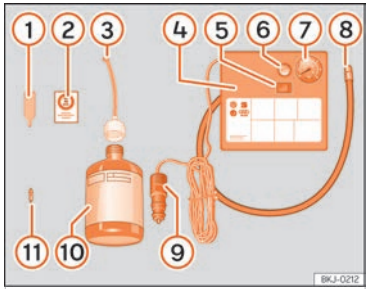

Fig. 195 Representació estàndard: contingut del joc antipunxades.
El joc antipunxades es troba en el compartiment del maleter sota el revestiment del terra. Inclou els components següents ››› **fig. 195**:
- Desenrosqueu el caputxó i l'obús de la vàlvula del pneumàtic. Utilitzeu l'aparell ››› **fig. 195** 1 per extreure l'obús. Poseu-lo en una superfície neta.
- Sacsegeu amb força l'ampolla de segellador de pneumàtics ››› **fig. 195** 10 .
- Enrosqueu el tub d'inflament ››› **fig. 195** 3 a l'ampolla de segellador. El precinte de l'ampolla es trencarà automàticament.
- Traieu el tap del tub d'ompliment ››› **fig. 195** 3 i caragoleu l'extrem obert del tub a la vàlvula del pneumàtic.
- Torneu a posar l'obús amb l'aparell ››› fig. 195 ① a la vàlvula del pneumàtic.
- Enrosqueu el tub d'inflament del pneumàtic del compressor ››› fig. 195 ⑧ a la vàlvula del pneumàtic.
- Comproveu que el caragol d'evacuació d'aire està tancat ››› fig. 195 ⑥.
- Fixeu el connector ››› fig. 195 ⑨ a la presa de corrent de 12 volts del vehicle ››› pàg. 182.
- Connecteu el compressor d'aire amb commutador ON/OFF ››› fig. 195 ⑤.
- Enganxeu l'adhesiu ››› fig. 195 ② al quadre d'instruments, dins del camp visual del conductor.
Torneu a enroscar el tub d'inflament ››› fig. 195 ⑧ i comproveu la pressió en el manòmetre ⑦.